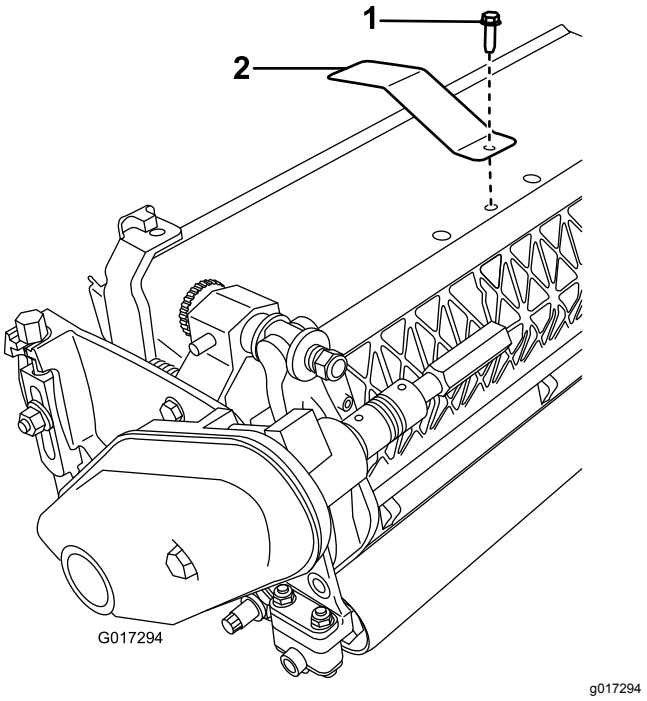

**Figur 13**
2. Ta bort mittskruven för grässkyddet (Figur 13).
3. Montera målplåten högst upp på klippenheten (under plastkåpan) med skruven som du tog bort tidigare (Figur 13).